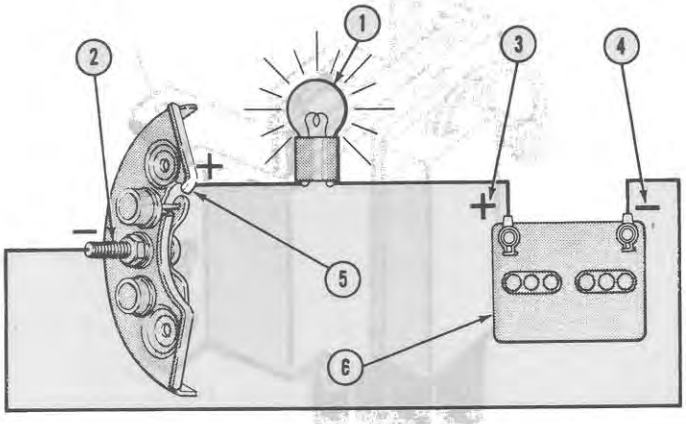
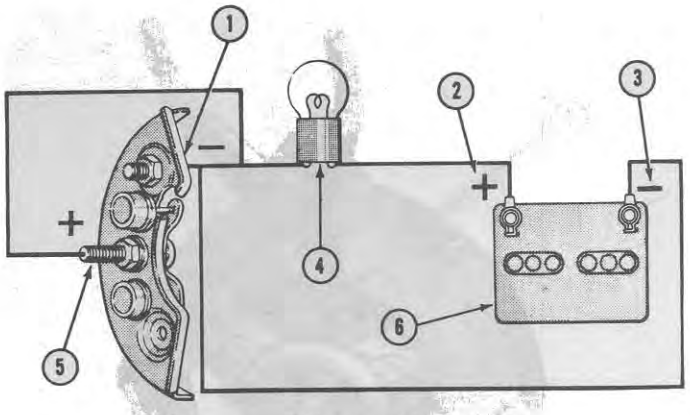

Figure 39
Figure 40
2. Connect one test lead to the output terminal stud of the diode and the other to the exposed metal area on the auxiliary terminal of the heat sink. See Figure 39.
3. Repeat the test with the leads reversed as shown in Figure 40.
NOTE: *The lamp should light when the leads are connected as shown in Figure 39. If the lamp fails to light, the diode is open and it must be replaced. The lamp should not light when the leads are reversed, as in Figure 40. If the lamp does light, the diode is shorted and it must be replaced. Replace a defective isolation diode as a complete assembly. Do not immerse the isolation diode in a severe cleaning chemical as it may remove the special corrosion resistant paint.*